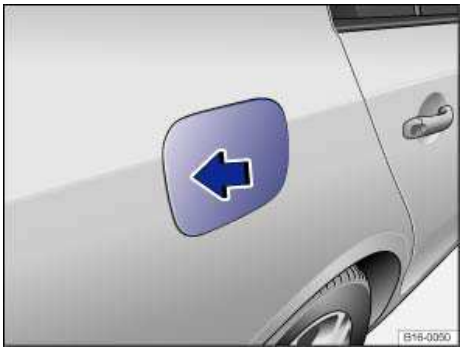

Fig. 138 Right rear side of vehicle: Opening the fuel filler flap.
- Press on the back part of the fuel filler flap ⇒ fig. 138 (arrow) and fold open.